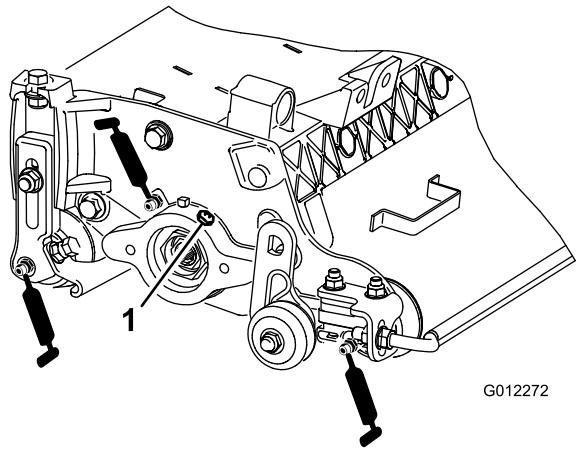

Figur 8
Hvert lodrette klipperedskab har 6 smørenipler (Figur 8), som skal smøres ugentligt med litiumbaseret universalfedt nr. 2.
2. Brug smørefedt, indtil rent smørefedt kommer ud af rullens pakninger og lejernes aflastningsventil (Figur 8).